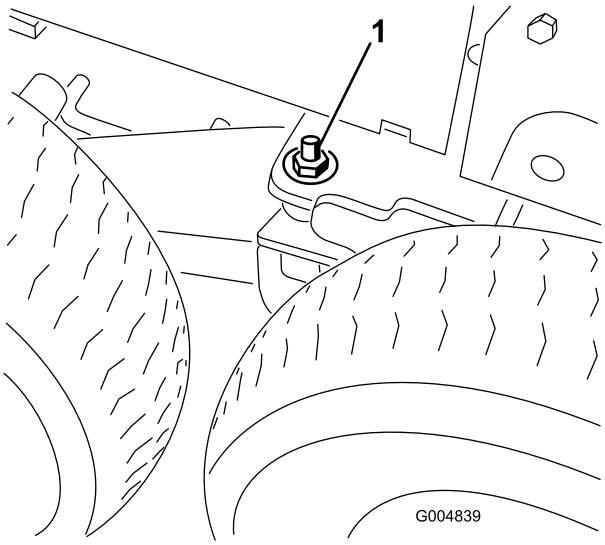

**Rysunek 41**
2. Zdejmij podkładkę płaską (1/2 cala) oraz nakrętkę (1/2 cala) założone na kołku gwintowanym przy każdej osi obrotu wózka (Rysunek 41).